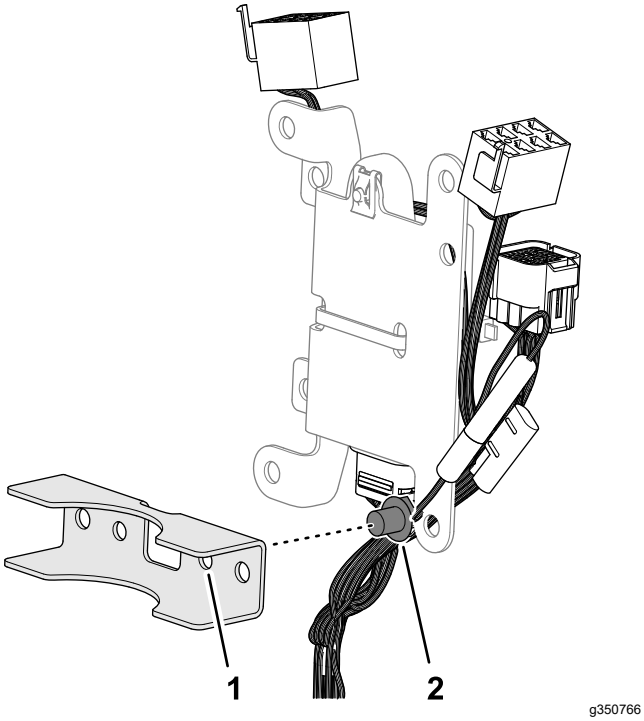

Figur 29
7. Sæt skubbeforankringen på konsollednings-nettet ind i hullet på 6,4 mm i monteringsbeslaget (Figur 29).